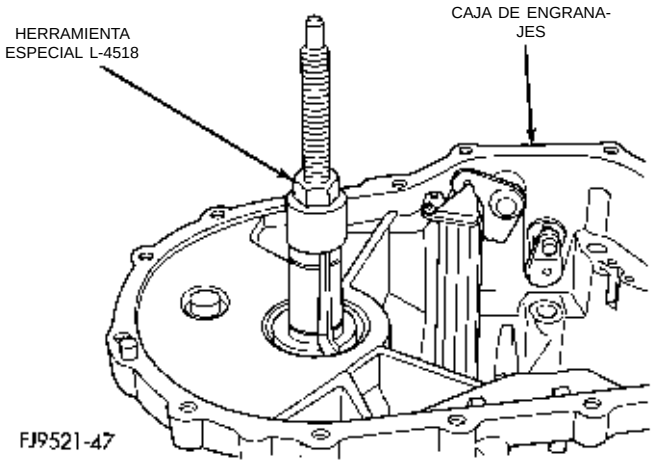

Fig. 131 Herramienta instalada en el cojinete
(2) Instale la herramienta Miller Nº L-4518 en la cubeta de cojinete del diferencial (Fig. 131).